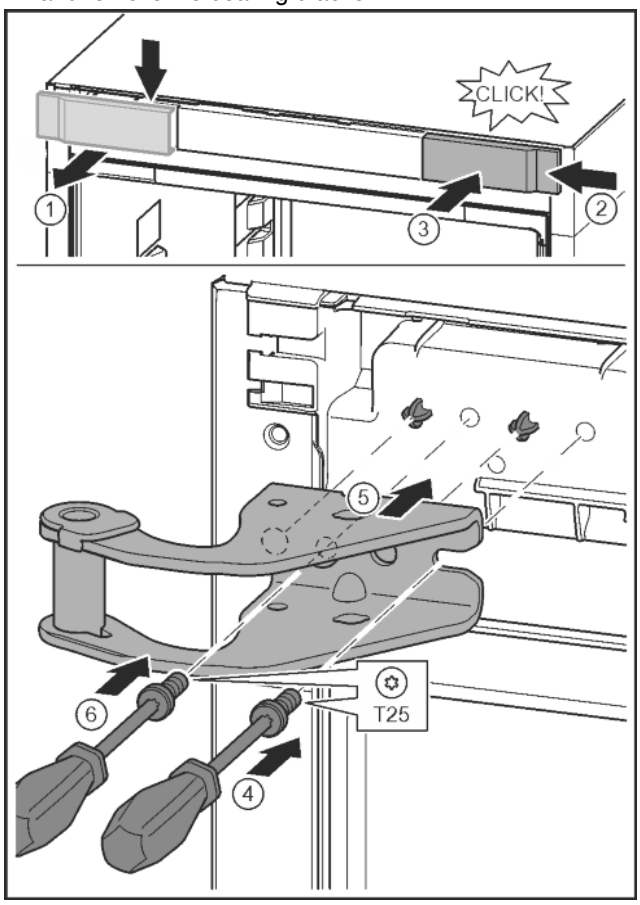

Fig. 15
- ▶ Release the cover and remove from the side. *Fig. 15 (1)*
- ▶ Rotate the cover 180° and clip onto the other side from the right. *Fig. 15 (2)*
- ▶ Click the cover into place. *Fig. 15 (3)*
- ▶ Position the screw with a T25 screwdriver. *Fig. 15 (4)*
- ▶ Position the upper bearing bracket. *Fig. 15 (5)*
- ▶ Tighten the screw. *Fig. 15 (4)*
- ▶ Insert the screw with a T25 screwdriver and tighten. *Fig. 15 (6)*